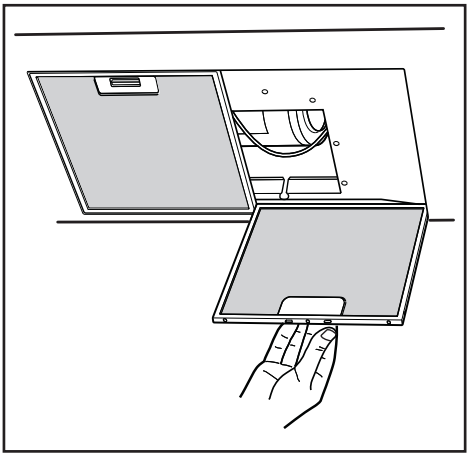

Fig.7
• The minimum distance between the support surfaces of the cooking pots on the cooker top and the lowest part of the cooker hood must be at least 65 cm. If a connection tube composed of two parts is used, the upper part must be placed outside the lower part. Do not connect the cooker hood exhaust to the same conductor used to circulate hot air or for evacuating fumes from other appliances generated by other than an electrical source. Before proceeding with the assembly operations, remove the anti-grease filter(s) (Fig.7) so that the unit is easier to handle. In the case of assembly of the appliance in the suction version prepare the hole for evacuation of the air.